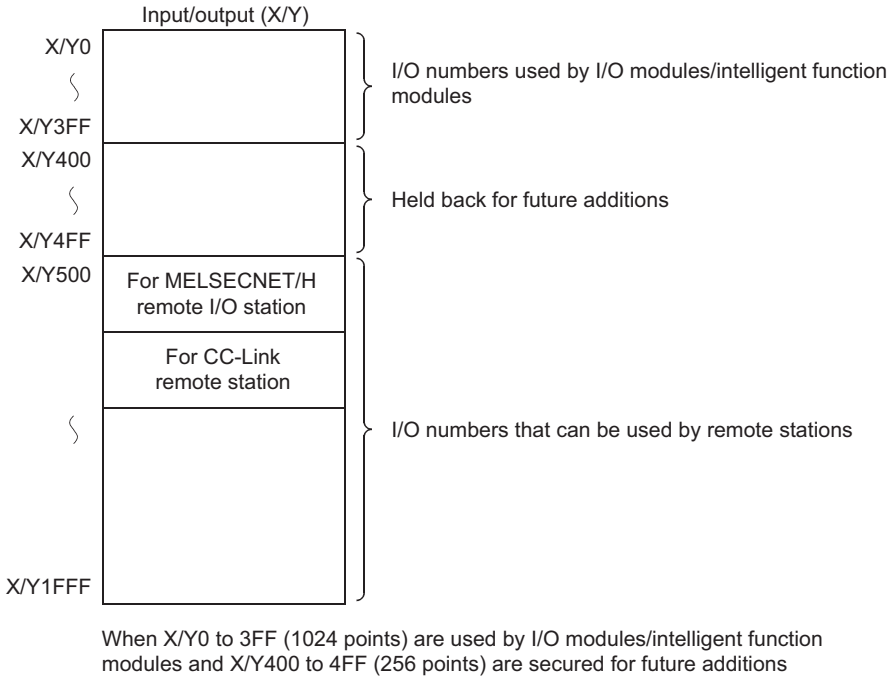

Figure 4.20 Remote station I/O number assignment
When using the input (X) and output (Y) of the CPU module for the I/O numbers of remote stations, set them in consideration of extension of I/O modules and/or intelligent function modules on the CPU module side.(☞ Figure 4.20)